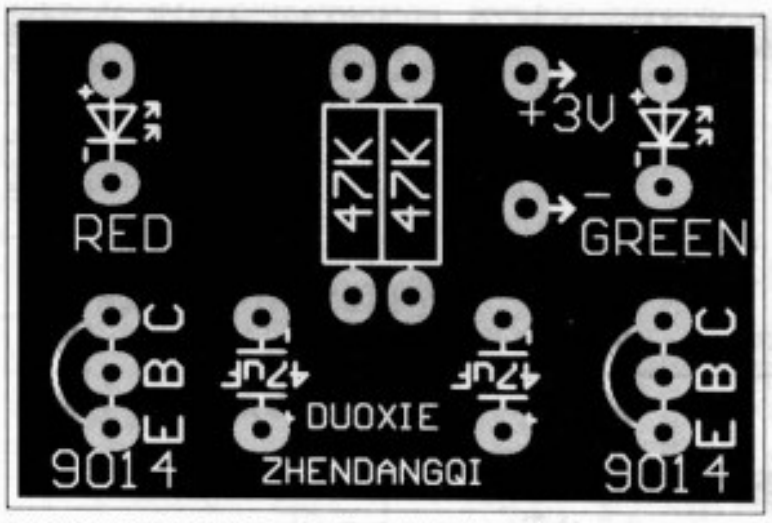

图2 铜膜被切割成一小块一小块的电路板
1. 电路间距一律为20mil（约0.5mm）。从效果上看，敷铜板的铜膜被切割成一小块一小块，铜膜间距一律为20mil（约0.5mm），如图2所示。